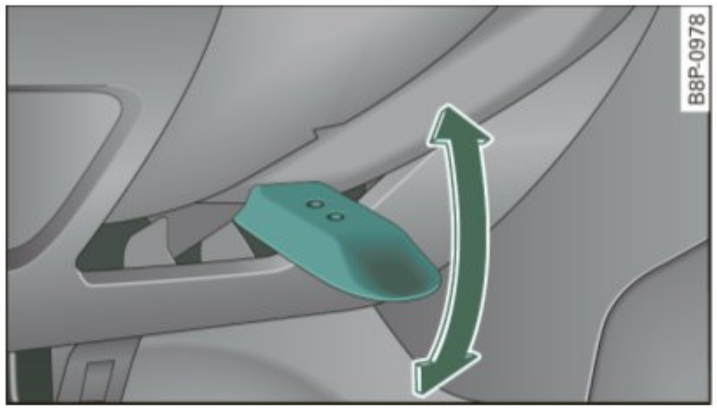

Fig. 107 Lever under the steering column
– Push the lever ⇒ fig. 107 down as far as it will go ⇒ ⚠.